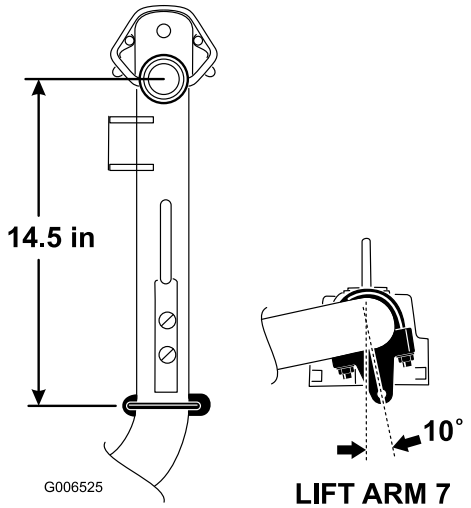

Figura 11
3. Nos braços de elevação nº 6 e nº 7, posicione os suportes e as cavilhas em U 37 cm atrás do centro da articulação (Figura 11). Rode os suportes 10 graus para o lado exterior da máquina.